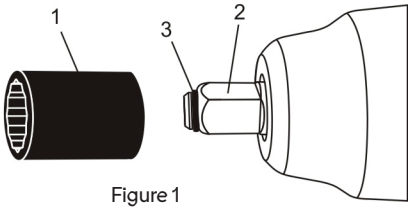

Figure 1
Pour installer une douille, appuyer la partie carrée de la douille (1) contre l'embout carré (2) de la clé à chocs (Figure 1).
1. Poser une douille de taille appropriée sur la clé à chocs, comme il est indiqué à la Figure 1.
1. Poser une douille de taille appropriée sur la clé à chocs (Figure 1).